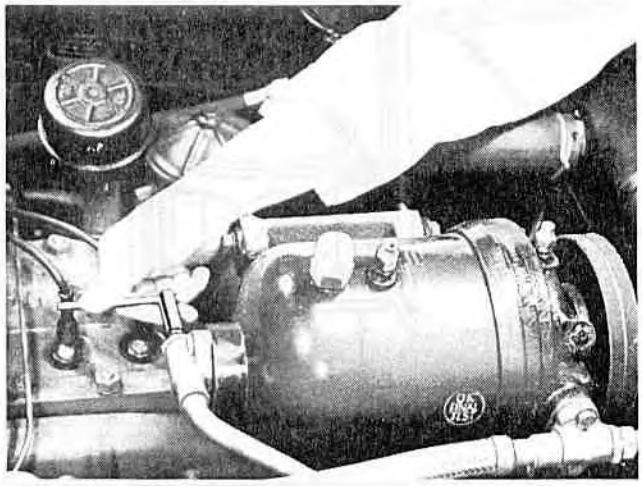

Figure 5—Closing the High Pressure Valve
8. Watch both gauges and allow the compressor to operate until the low side pressure gauge reads 0 (zero) pounds. Then stop the engine and close the high pressure hand shutoff valve at the compressor using Valve Key J-5427. See figure 5.